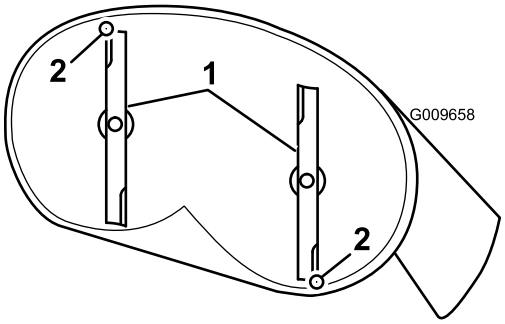
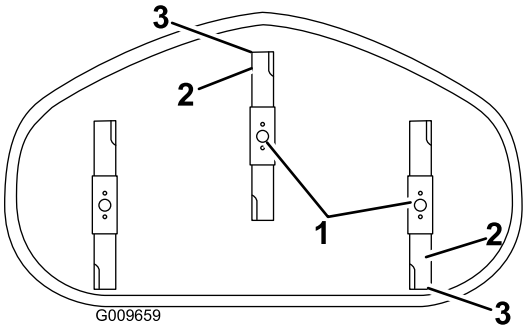

Figuur 64
Figuur 65
4. Draai de messen voorzichtig zodat ze van voren naar achteren staan (Figuur 64 en Figuur 65).
5. Meet van het uiteinde van het voorste mes naar het platte vlak en van de tip van het achterste mes naar het platte vlak (Figuur 64 en Figuur 65). Als de rand van het voorste mes niet 1,6–7,9 mm lager staat dan de rand van het achterste mes, moet u de voorste borgmoer afstellen.
8. Na de afstelling moet u de schuimstand van het maaidek nogmaals controleren. Ga door met het instellen van de moer tot het uiteinde van het voorste mes 1,6-7,9 mm lager is dan het uiteinde van het achterste mes (Figuur 64 en Figuur 65).